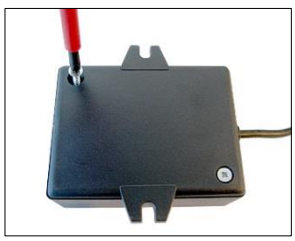

Figura 1
- Abrir los tornillos de la cubierta 2 en la parte posterior de los módulos WIFI (Figura 1)